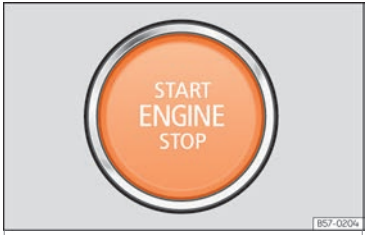

Fig. 161 Sur la partie inférieure de la console centrale : touche de démarrage.
- Appuyez sur le bouton d'allumage de contact et de démarrage ›› fig. 161 jusqu'à ce que le témoin de contrôle READY s'allume sur le combiné d'instruments. N'accélérez pas. Relâchez le bouton d'allumage de contact et de démarrage lorsque le témoin de contrôle READY s'allume sur le combiné d'instruments. La marque qui apparaît sur le témoin de puissance change de OFF à 0.
- Appuyez sur la touche de démarrage ››› fig. 161 sans appuyer sur l'accélérateur. Le moteur ne pourra démarrer qu'en présence d'une clé valide dans le véhicule. Après avoir démarré le moteur, le bouton-poussoir START ENGINE STOP s'allume pour indiquer que le moteur est en marche.
- Appuyez brièvement sur la touche de démarrage ››› fig. 161.